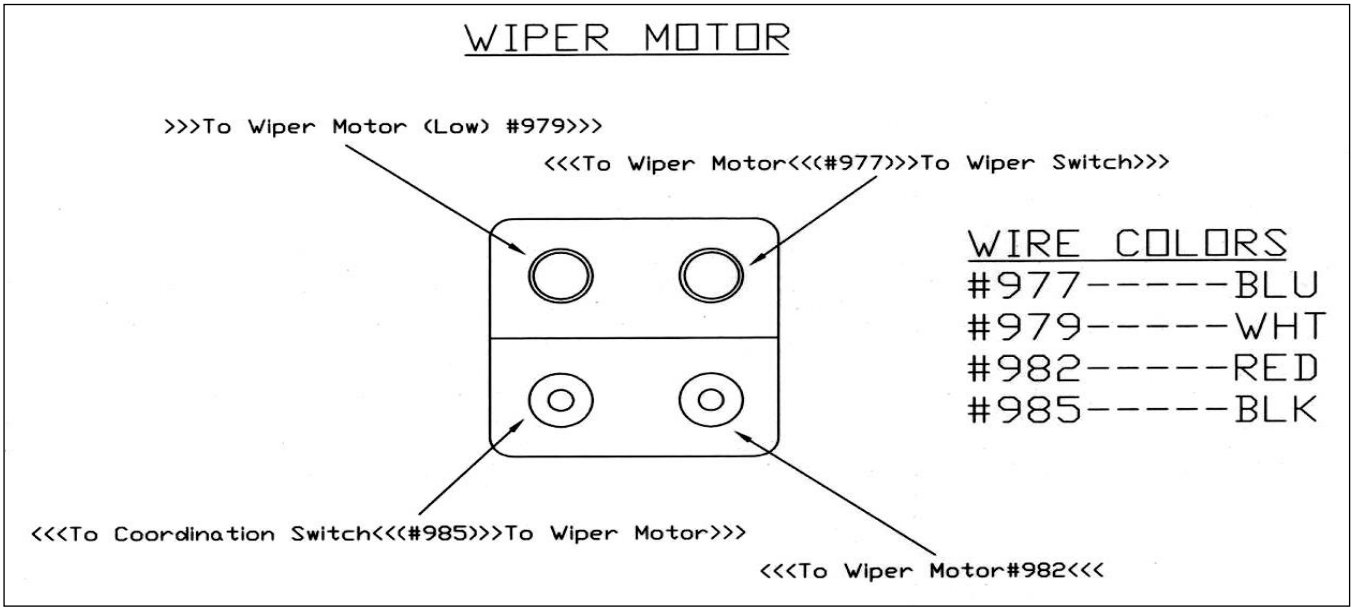

Figure 7-23 Wiper Motor Plug
7.12.4 The connections for the Wiper Motor are illustrated in **Figure 7-23.** Be sure to note the cavities for wire #979 and #977 are female and for #985 and #982 are male bullets.